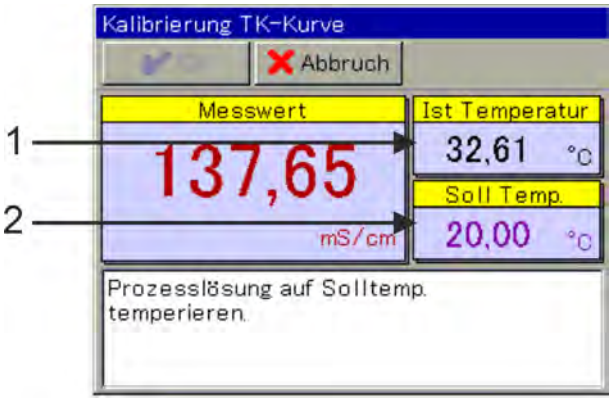

Abb. 72: Kalibrierung der TK-Kurve
3. Bringen Sie die Temperatur der Messlösung nacheinander auf die abgefragten Sollwerte. Es werden sechs Temperaturen abgefragt. (Siehe Abb. 72 .)